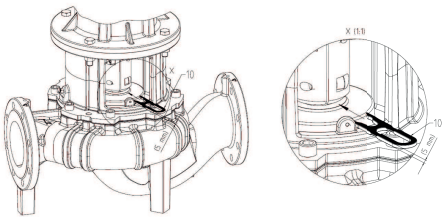

Fig. 47: Zakładanie widełek montażowych
10. Wsunąć widełki montażowe (Fig. 47) pomiędzy latarnię i sprzęgło. Nie może być luzu między widełkami montażowymi a elementami pompy.